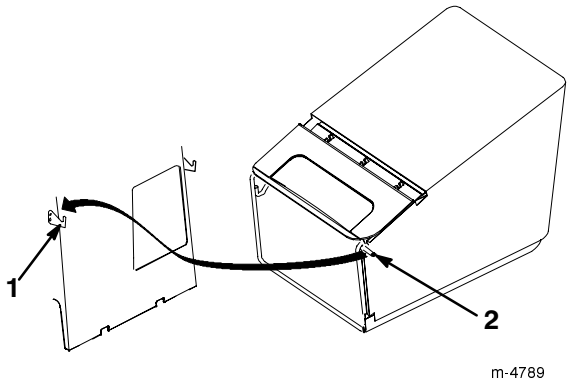

Figuur 15
5. Hang de pennen van het graszak-frame aan de haken van het maaidek zoals wordt aangegeven in figuur 15.
4. Til de pennen van het graszak-frame van de haken van het maaidek en uit de opening zoals wordt aangegeven in figuur 15.